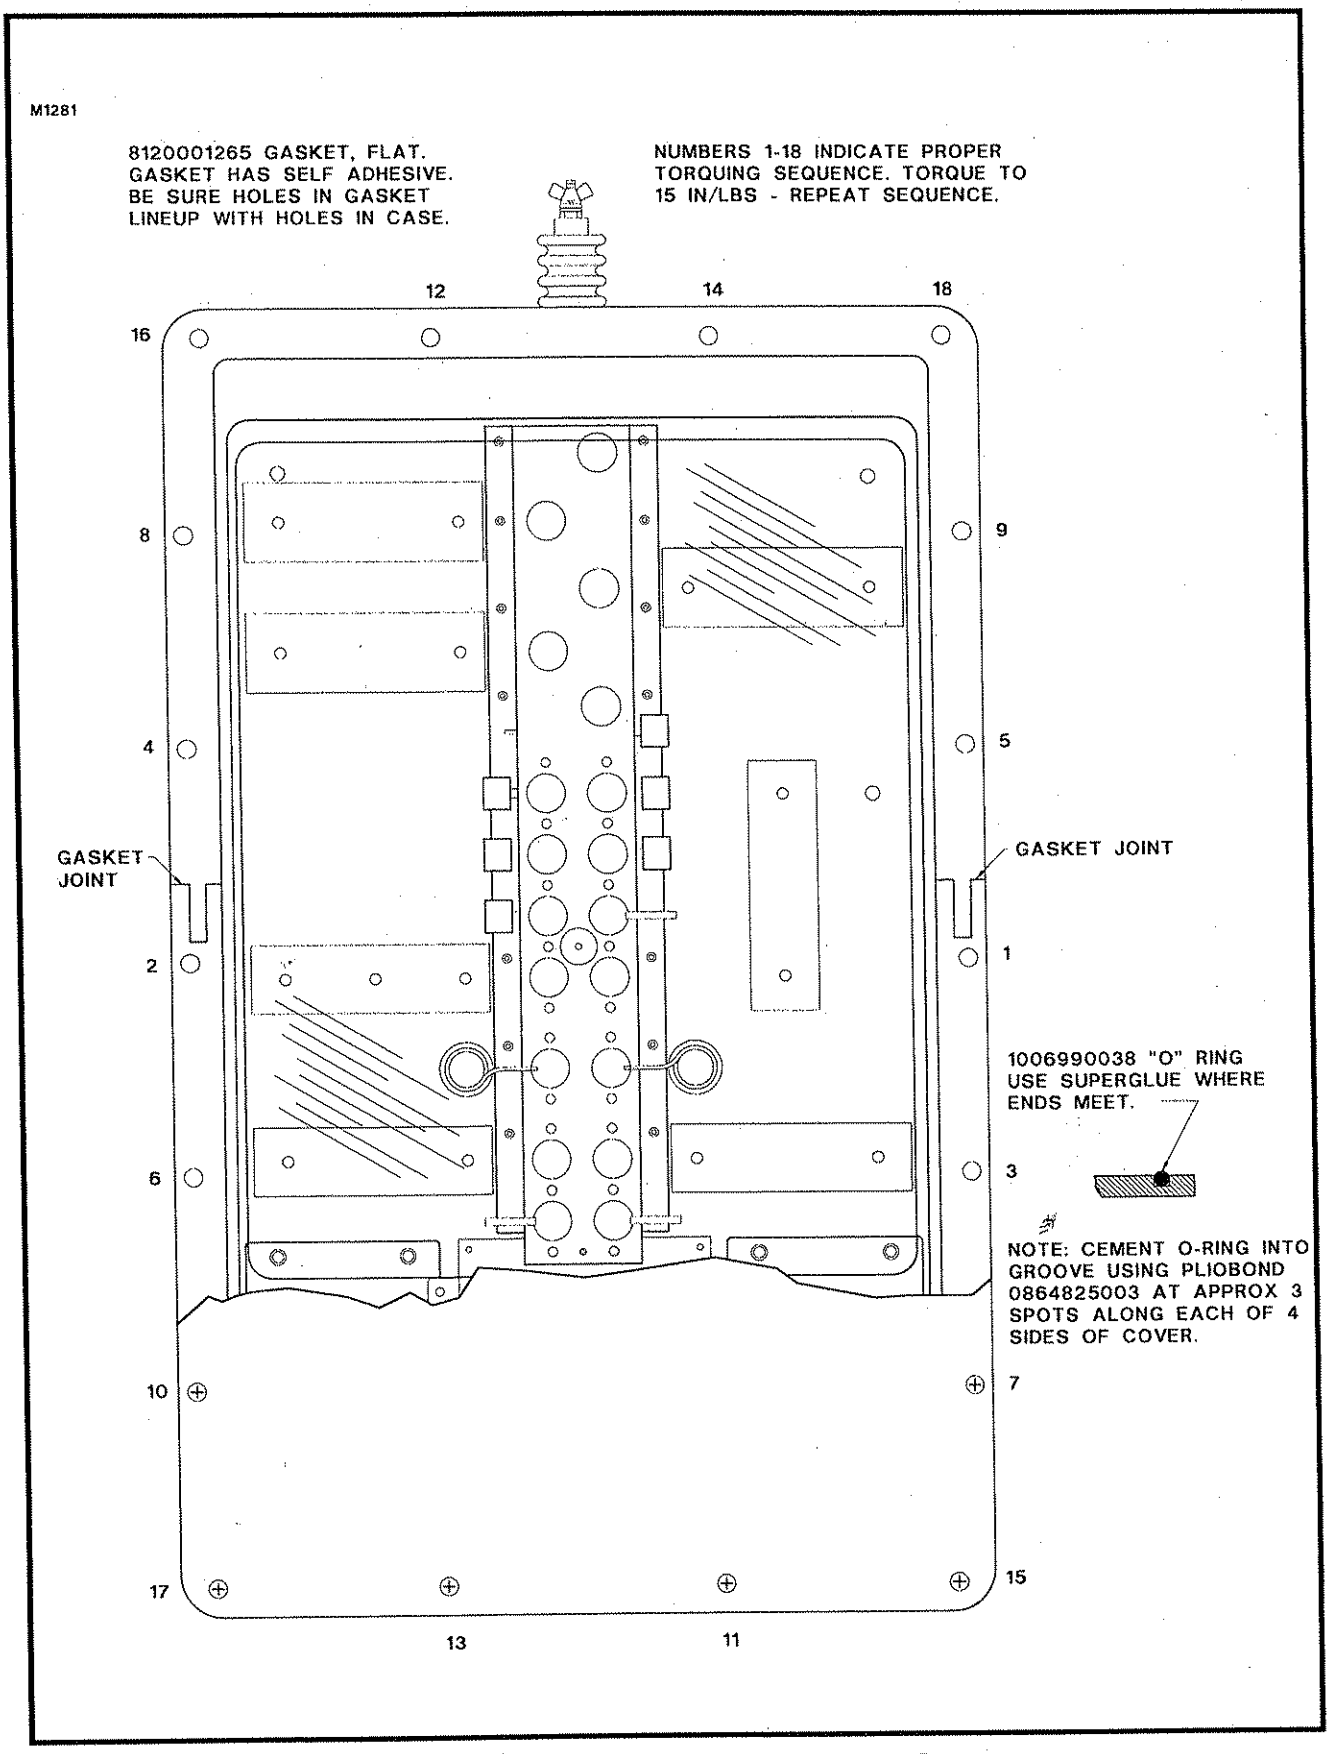

Figure 5.1 Gasket Installation and Torque Sequence.
Whenever the coupler is opened the gaskets should be carefully inspected to ensure that they are not cracked, broken, frayed or worn. If the gaskets require replacement, use the materials listed below and complete the following procedure. See Figure 5.1.
6.1 Tighten the screws using a toque-screw-driver adjusted for 15 inch pounds. Follow the torque sequence procedure described in Figure 5.1.